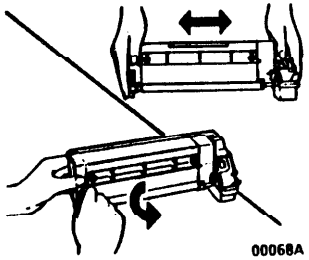

Рис. 12
5. (Рис. 12): вынуть из коробки и пакета гильзу с тонером. Четыре-пять раз встряхнуть гильзу в горизонтальной плоскости. Снять защитное покрытие.